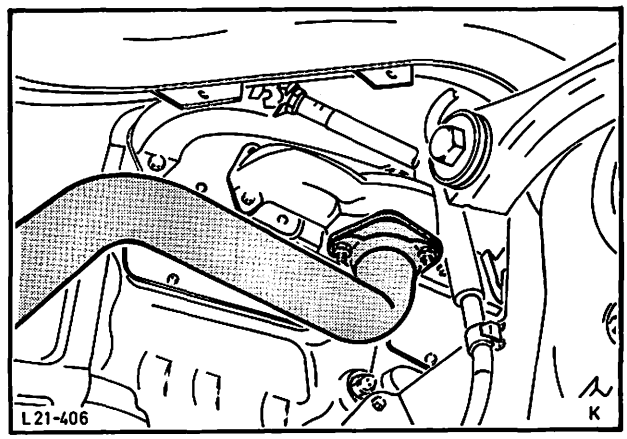

Abb. 114 Auspuffrohr am Auspuffkrümmer befestigen
17. Auspuffrohr an Auspuffkrümmer befestigen, Abb. 114, und Ölleitung mit neuen Dichtungen an Zylinderkopf anschrauben.